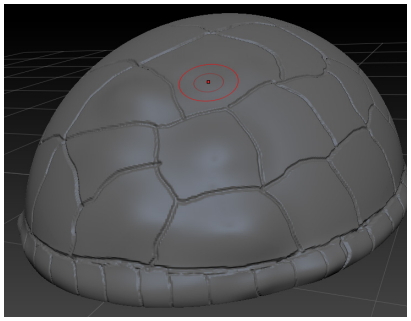

Figure 3-67 *Depth added to the pattern using the* ***Standard*** *brush*
2. Press and hold the left mouse button and drag the cursor on the pattern created earlier; a depth is added to the pattern, refer to Figure 3-67.